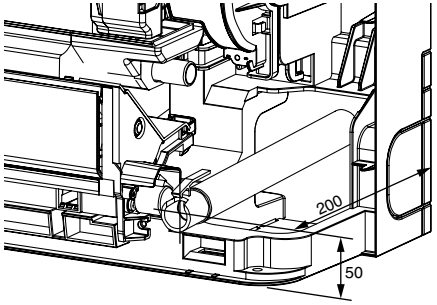

Fig. 8
- Lors de l'acheminement de la tuyauterie de vidange, veillez à acheminer le flexible de vidange ❶ comme indiqué. (Fig. 8)